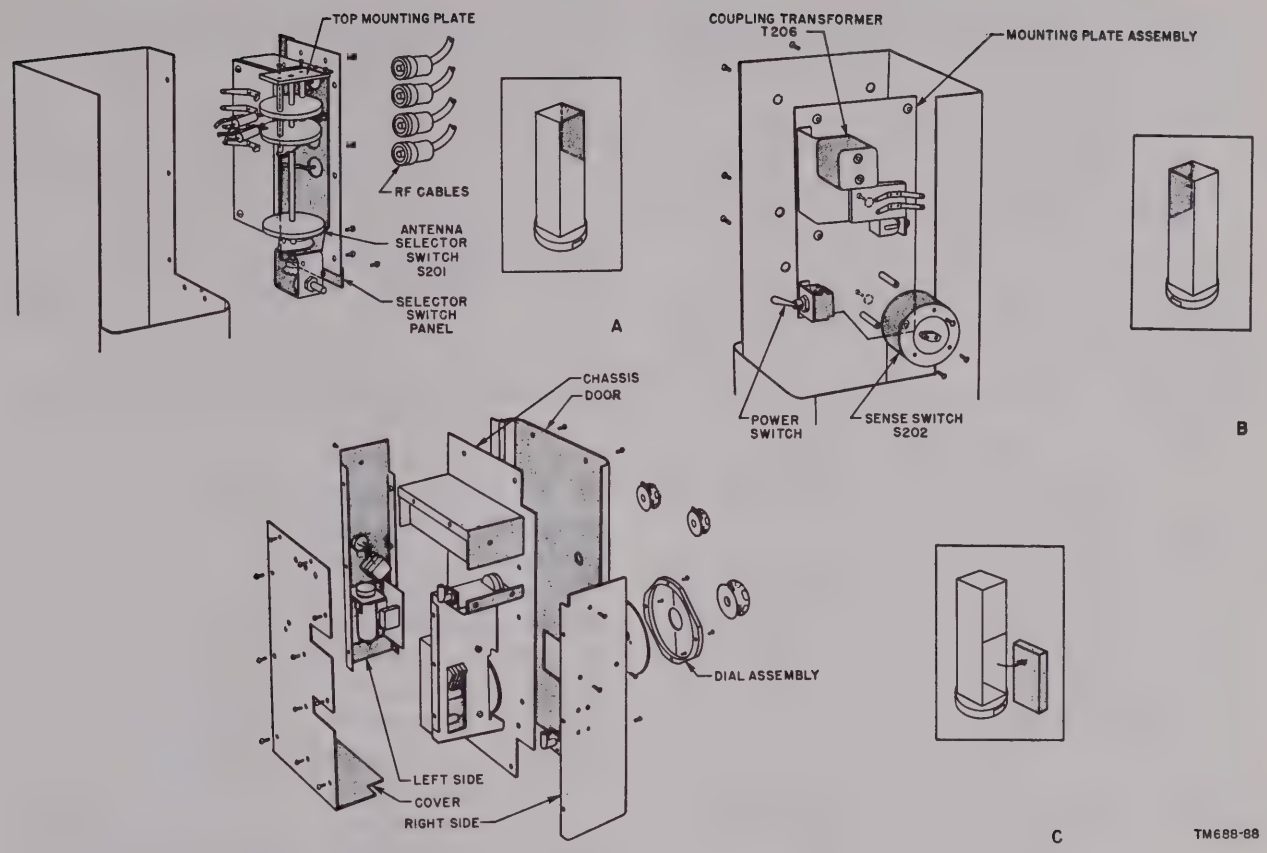

Figure 120. Radio Frequency Amplifier AM–496/TRD–4, exploded view of switches and chassis.
a. Antenna Selector Switch S201 (A, fig. 120).
(1) Disconnect the four rf cables.
(2) Remove the ANT. SELECT. knob and take off the front panel.
(3) Unsolder the two leads from the antenna selector switch to terminal board E201, the two leads connected to pins 1 and 2 of coupling transformer T206 and the ground connection of R201 and R202.
(4) Remove the selector switch panel by taking out the screws and pulling off the panel with the switch and connectors attached.
(5) Remove the two screws from the bakelite top mounting plate of the switch, unscrew the two bakelite posts and disassemble the switch.
(6) To install, reverse the removal procedure.
b. Sense Switch (B, fig. 120).
(1) Take off the ANT. SELECT. knob and remove the front panel.
(2) Unsolder the four connections from the antenna selector switch to the coupling transformer. Mark the leads to avoid misconnection later.
(3) Remove six screws from the mounting plate assembly and take out the plate with the coupling transformer, the slip ring contacts, and the sense switch attached.
(4) Remove the three mounting screws from the sense switch shield and take off the shield and the switch.
c. Disassembly of Chassis on Door for Removal and Replacement of All Chassis Parts (C, fig. 120).
(1) Use No. 6 Allen wrench to loosen the setscrews in the three knobs on the front panel of the door and remove the knobs.
(2) Take out the four screws that hold the dial assembly and remove the dial assembly.
(3) Take out four screws that hold the chassis to the door and remove the chassis.
(4) Take out the 11 screws that hold the rear cover plate on the chassis and remove the cover.
(5) Remove the screws and lay the sides down along each side of the chassis. This will allow access for the removal and replacement of all parts.
(6) To assemble, reverse the removal procedure. Set the two upper knobs in the extreme counterclockwise position when the shafts are in the extreme counterclockwise position.